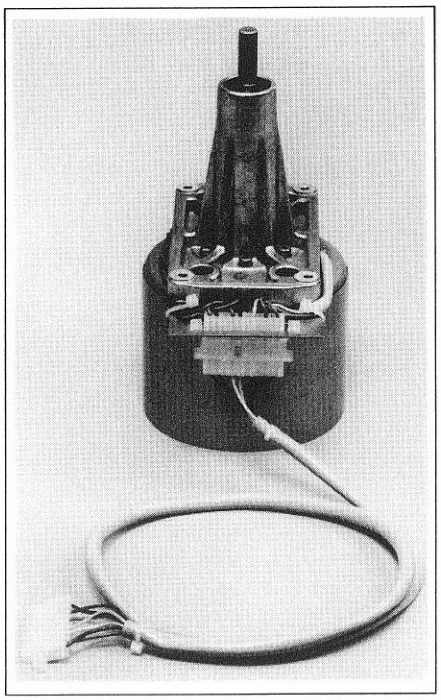

Fig. 1.3.4
- Verlängerungskabel für Capstan Motor (Fig. 1.3.4)
- extender cable for capstan motor (fig. 1.3.4)